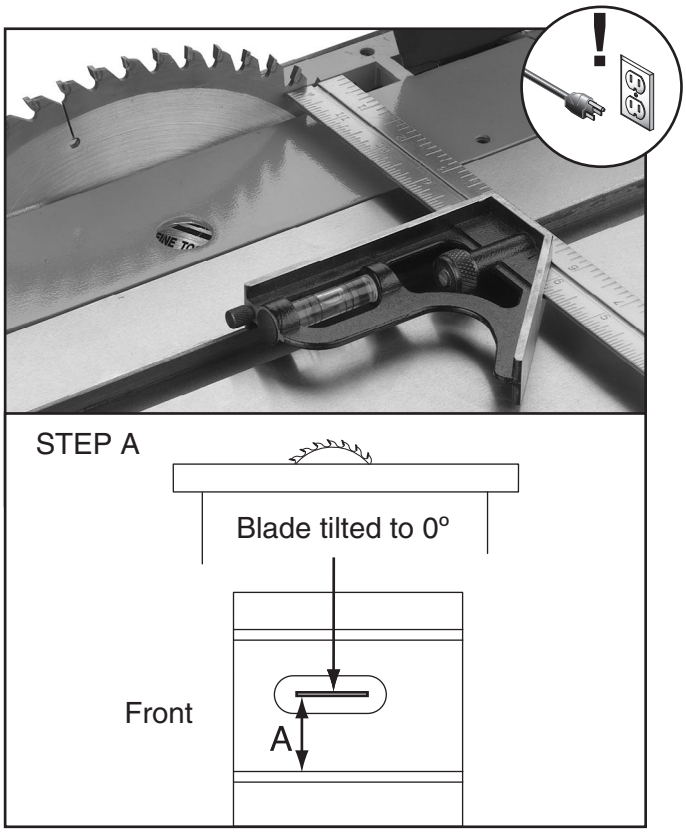

Figure 115. Example of adjusting blade to miter slot.
2. Tilt blade to 0°, then use an adjustable square to measure distance from miter slot to a carbide tip on blade, as shown in **Figure 115**. Make sure that face of adjustable square is even along miter slot.